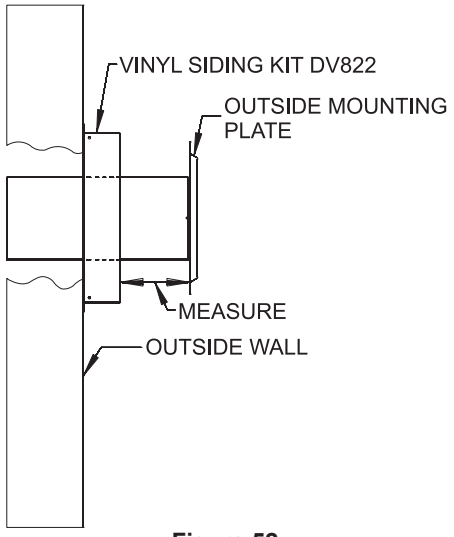

Figure 52
6. With the vinyl siding kit installed to wall (if necessary), insert the 6 5/8” (168 mm) diameter tube with outside mounting plate attached through hole in wall. Connect to collar on fireplace or rigid vent system. Measure between wall or vent cap extension and outside mounting plate. **See Figures 52 and 53.**